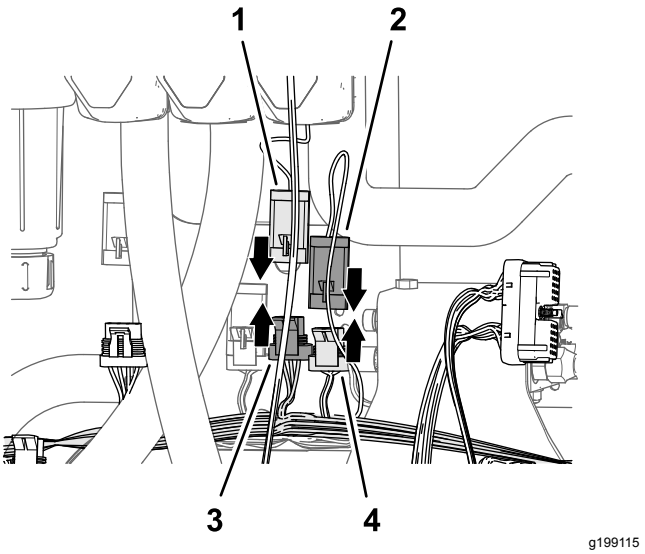

Figur 86
2. Tilslut stikket med 3 ben på afgreningsledningen (89 cm) med angivelsen HOVEDVENTIL fra sættets ledningsnet til stikket med 3 sokler på maskinens ledningsnet med angivelsen HOVEDSPRØJTEVENTIL (Figur 86).
3. Tilslut stikket med 3 ben på hovedsprøjteventilens aktuator til afgreningsledningens (89 cm) stik med 3 sokler med angivelsen HOVEDVENTIL (Figur 86) fra sættets ledningsnet.